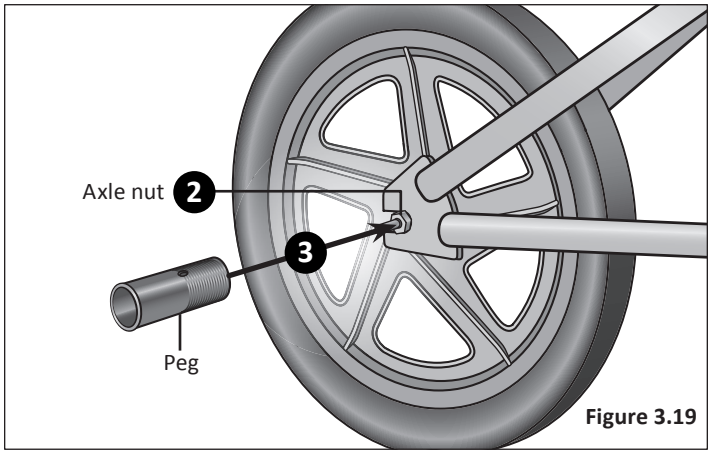

Figure 3.19
1. ***Do not*** loosen or remove axle nuts. **Figure 3.19**